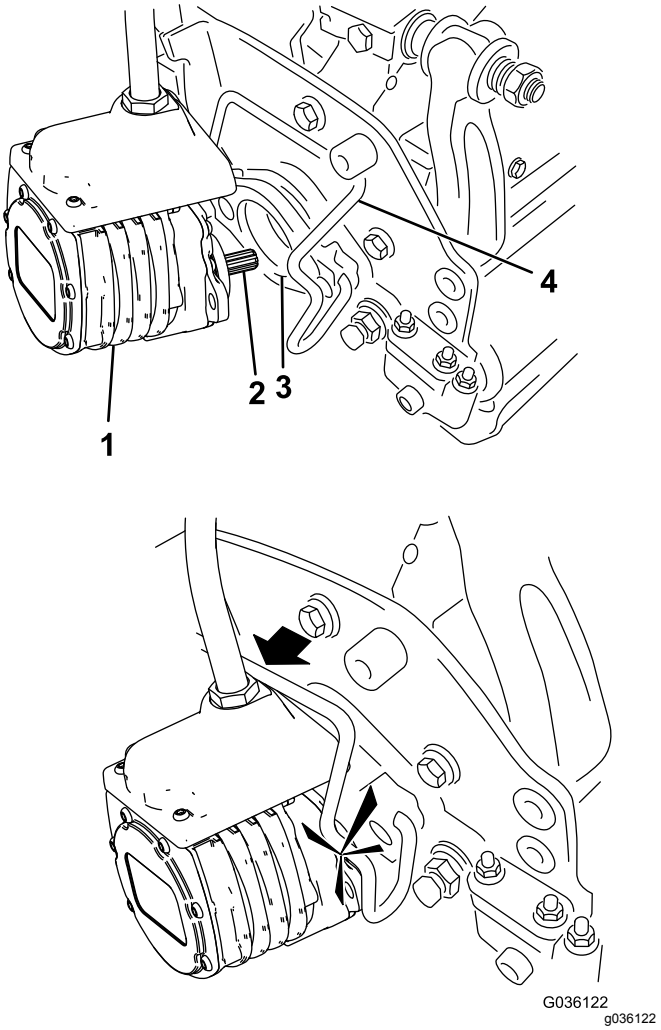

**Figuur 55**
6. Smeer schoon vet op de sleufas van de motor van het maaidek (Figuur 55).
7. Steek de motor in de linkerkant van het maaidek (gezien vanuit de bestuurdersstoel) en trek de motorbevestigingsstang op het maaidek in de richting van de motor totdat u aan beide kanten een klik hoort (Figuur 55).